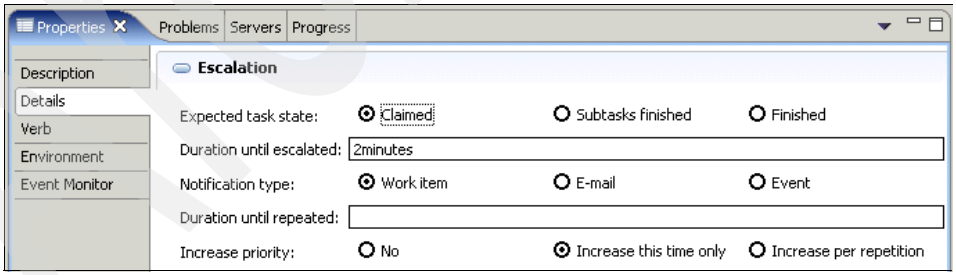

Figure 13-69 ApproveScheduleDate Escalation Properties: Details tab
e. Click the **Details** tab (Figure 13-69). Make the following selections: